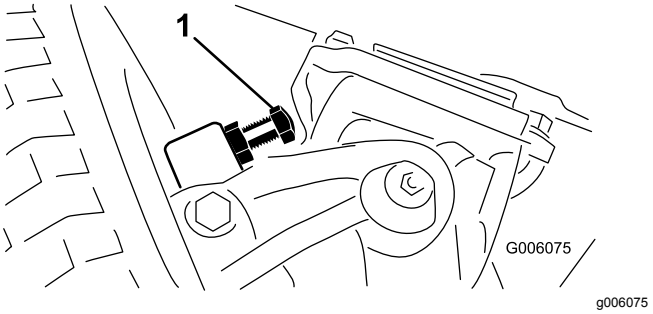

Figur 67
1. Skru boltene ind eller ud, indtil frigangen på 0,23 cm opnås. Se Figur 67.